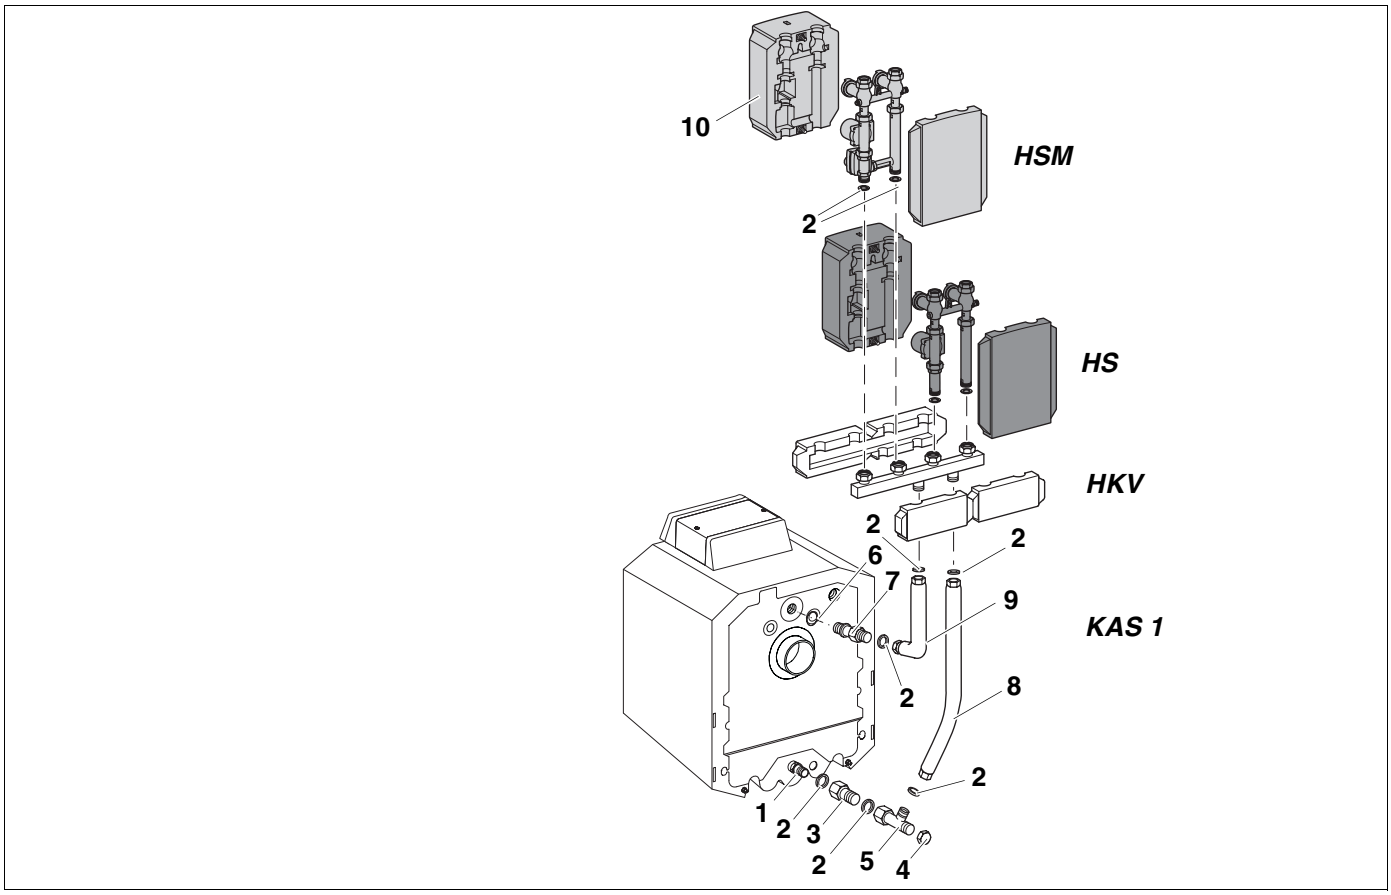

Abb. 6 Anbau hinten mit Heizkreisverteiler
- Heizkreisverteiler nur entsprechend Abb. 6 mit dem Kessel-Anschluss-Set (KAS 1) verschrauben. Wird der Heizkreisverteiler nicht entsprechend Abb. 6 angeschlossen, ist er nicht funktionsfähig, da sich die Vor- und Rückläufe vertauschen.
- Heizkreis-Set ohne (HS) oder mit Mischer (HSM) entsprechend Abb. 6 auf den Heizkreisverteiler aufsetzen und die Verschraubungen anziehen und auf Dichtheit prüfen.